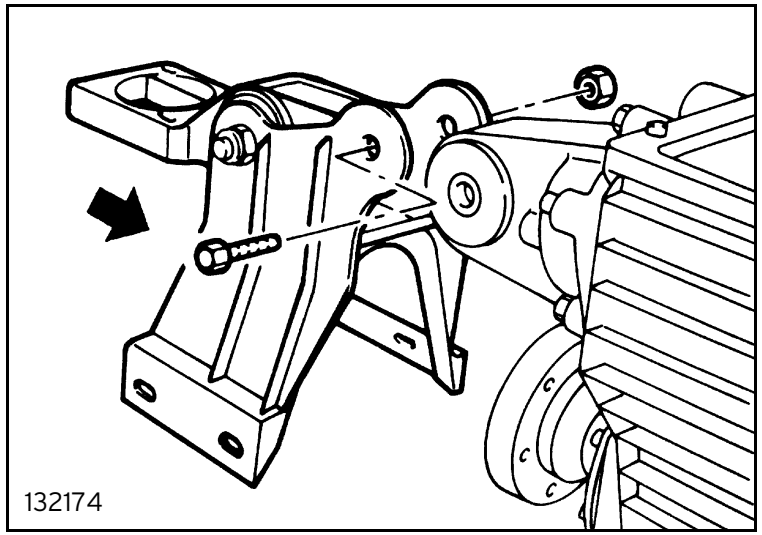

Fig. 75
- fit the turret support frame and tighten the securing bolt to the specified torque (figure 75);